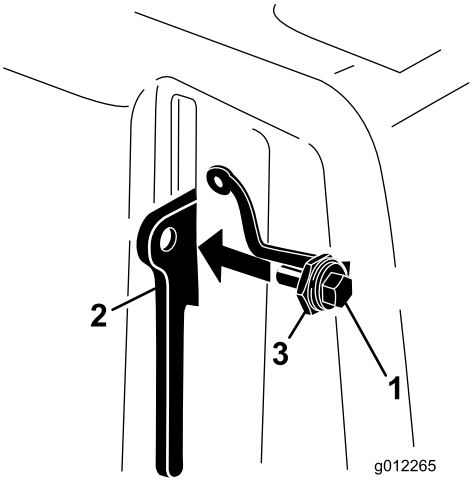

**Figur 10**
3. Skru bolten ind i remskærmens låsegreb (Figur 10).